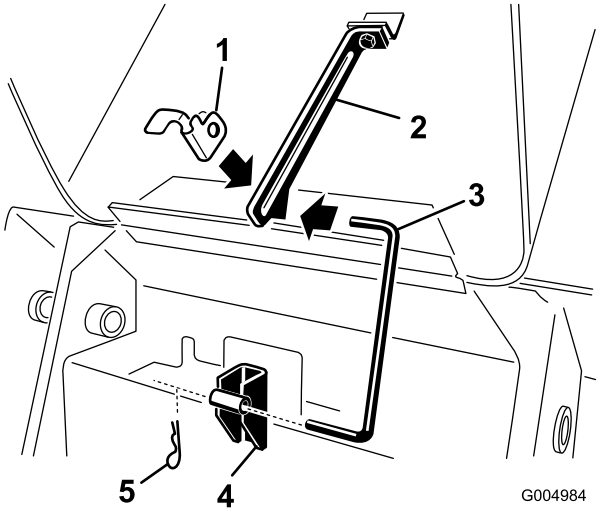

Figur 41
3. Dra ut hårnålssprinten från den nedre änden på huvens stötta och dra ut stöttan ur fästkonsolerna och fliken för stöttan (Figur 41).
7. Montera stöttan i fästkonsolerna och fliken för stöttan och säkra den med hårnålssprinten (Figur 41).